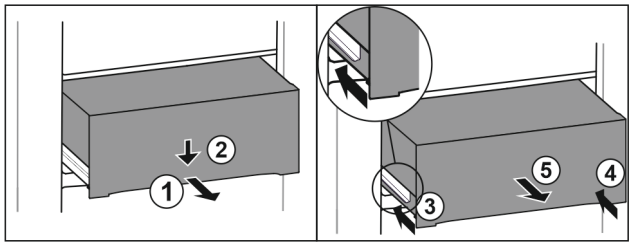

Fig. 193
▶ Estrarre il cassetto a metà. *Fig. 193 (1)*
▶ Premere il cassetto sul lato anteriore verso il basso. *Fig. 193 (2)*
▶ Spingere la guida sinistra di circa 2 cm verso l'interno. *Fig. 193 (3)*
▶ Spingere la guida destra di circa 2 cm verso l'interno. *Fig. 193 (4)*
▶ Rimuovere il cassetto tirandolo in avanti. *Fig. 193 (5)*